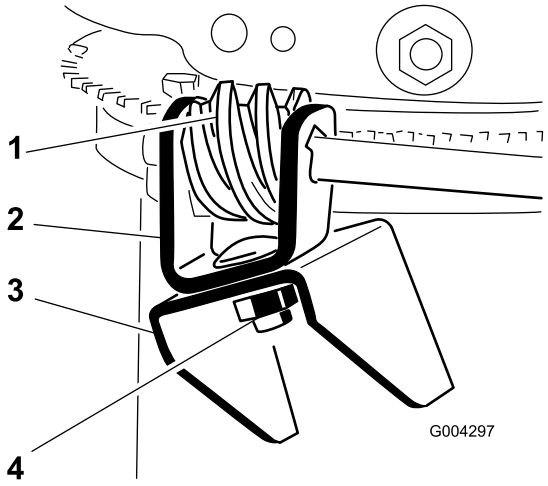

Figur 11
3. Påfør snekkehjulet (Figur 11) universalfedt nr. 2.
4. Monter snekkehjulet og beslaget løst på monteringsflangen med en bolt, en Belleville-skive og en låsemøtrik som vist i Figur 11.
5. Skub snekkehjulet ind i tænderne på sliskens låsering, og stram låsemøtrikken (Figur 11).